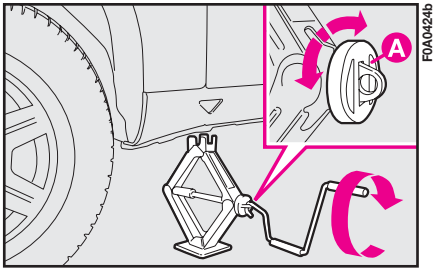
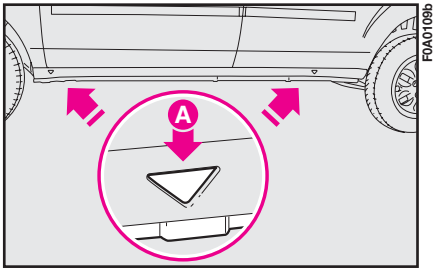

fig. 7
fig. 8
10) Tourner le volant de manoeuvre **A-fig. 7** du cric de façon à l'ouvrir partiellement, puis le placer sous le véhicule en face des repères **A-fig. 8** près de la roue à remplacer.